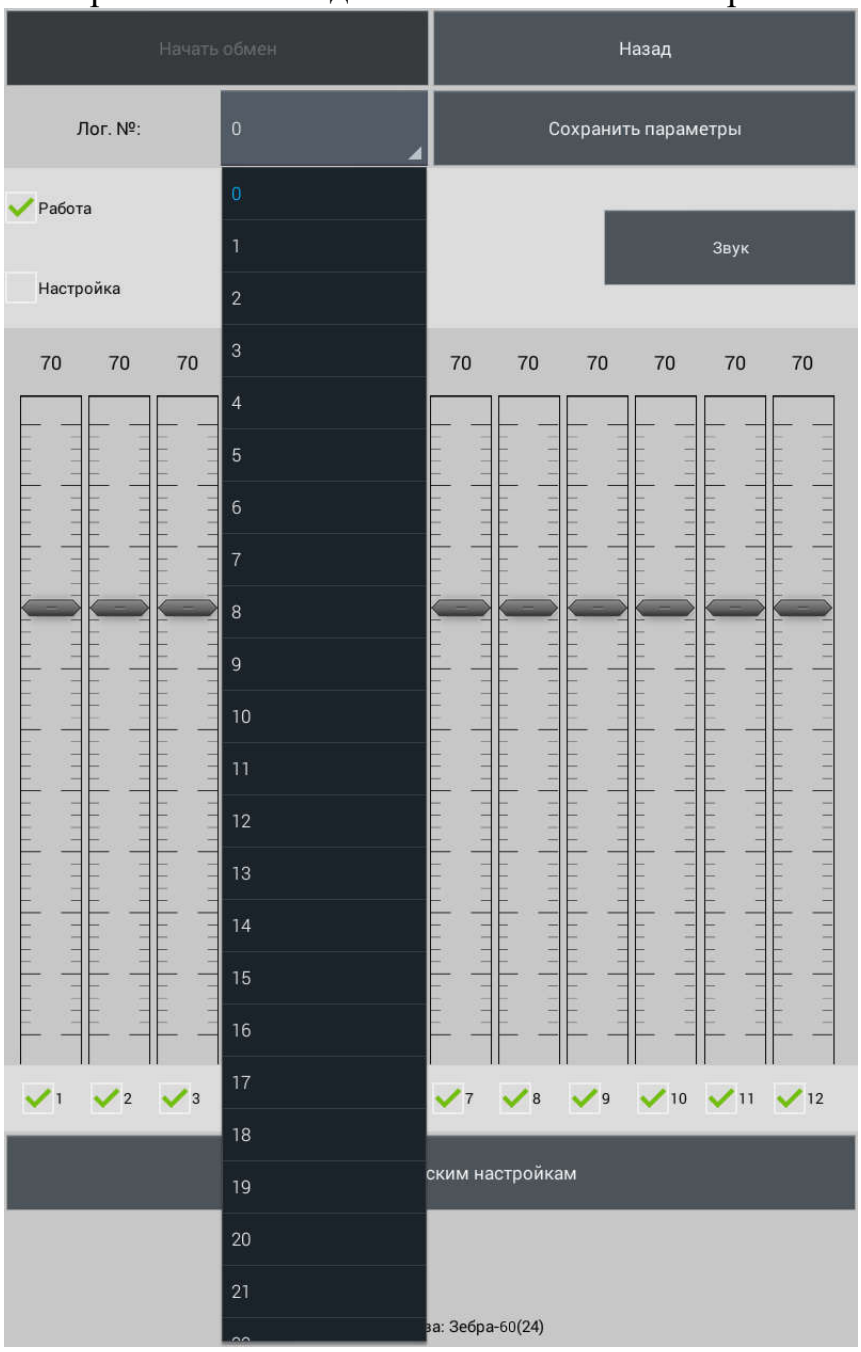

Рисунок 2.30
2.3.7.4.10 Для смены логического номера необходимо выбрать из списка новый логический номер (рисунок 2.30). После успешной смены логического номера всплывет надпись «Логический номер изменен».